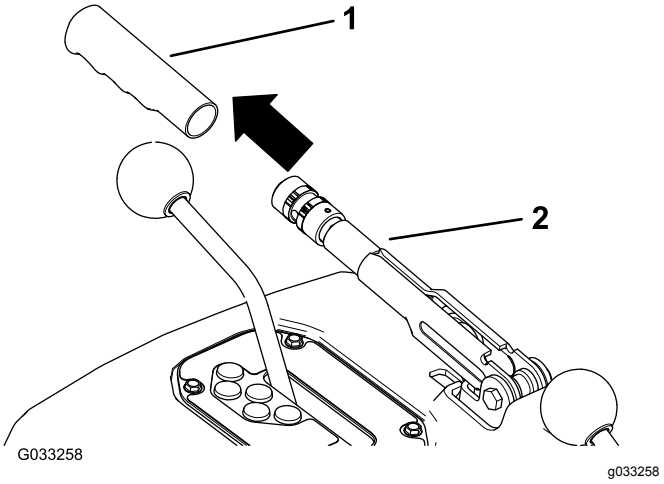

Figur 74
1. Fjern gummigrebet fra parkeringsbremsehåndtaget (Figur 74).
5. Monter gummigrebet på parkeringsbremse-håndtaget (Figur 74).